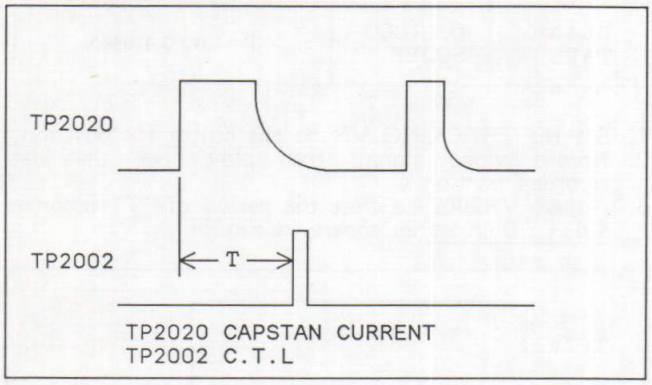

Fig. E5
3. Adjust VR2011 so that the period of "T" is 21.5 +– 2.0msec as shown in Fig. E5.